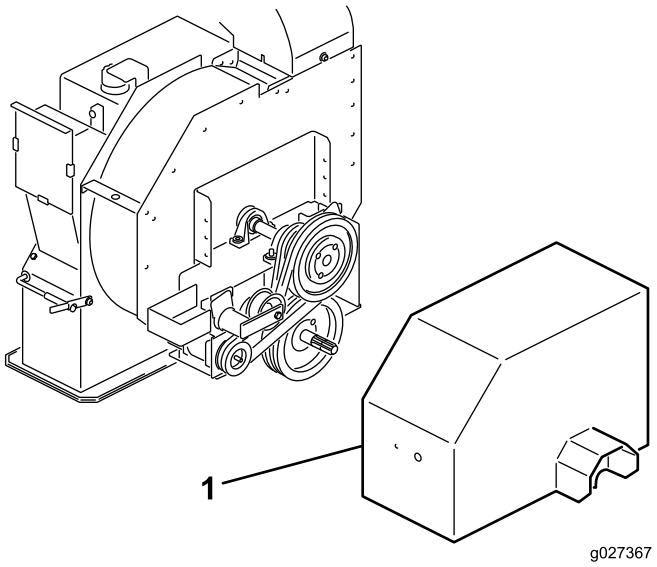

Figuur 13
1. Verwijder het aandrijvingsscherm van over de poelies (Figuur 13).
1. Zet de bouten en moeren los waarmee het scherm van de aandrijving bevestigd is aan de rotorbehuizing (Figuur 13) en verwijder het scherm.
2. Zet aan de achterzijde van het frame de bout los waarmee de riemspanner aan het frame is bevestigd (Figuur 13).